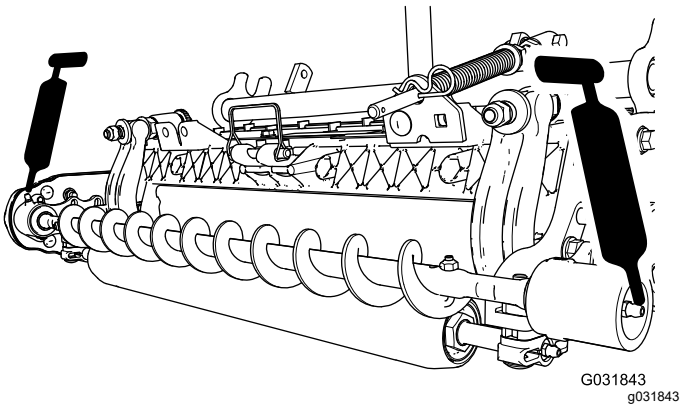

Рисунок 20
3. Заправьте масленки на каждом корпусе подшипника щетки катка консистентной смазкой № 2 на литиевой основе (Рисунок 20).